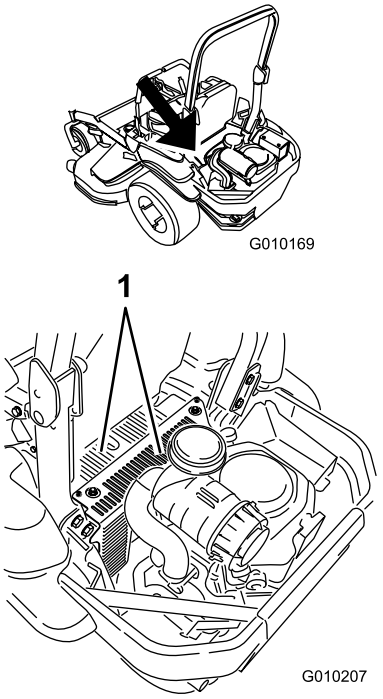

Figur 72
5. Ta bort skräp och gräs från hydraulenhetens höljen (Figur 72).